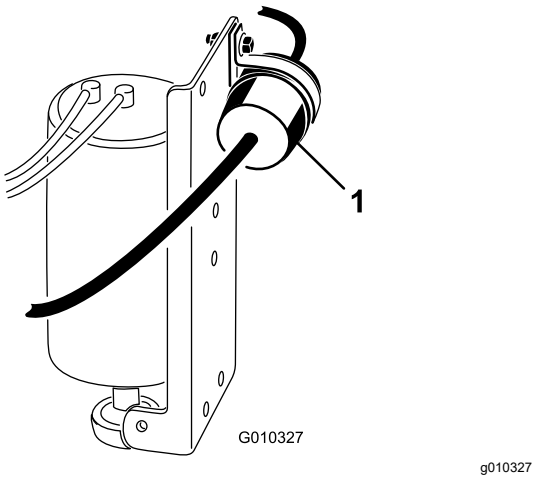

**Figura 38**
2. Coloque un recipiente debajo del filtro de combustible (Figura 38).